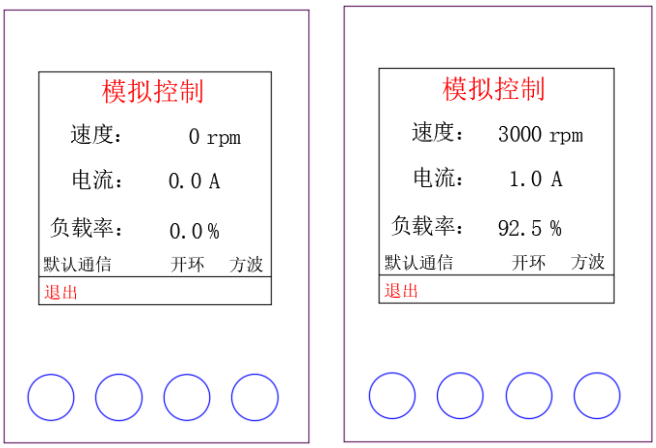

图 6.14 外部模拟量开环控制各界面
- 调节驱动器外部电位器或输入模拟量大小，进行调速操作。如**图 6.14**。